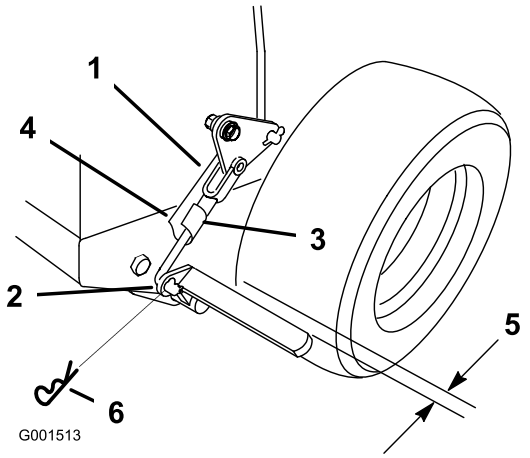

Figuur 42
3. Verwijder de R-pen van de veer uit de onderste remkoppeling (Figuur 42).
linksom om de parkeerrem lossen te draaien (Figuur 42).
Opmerking: Met de parkeerrem in vrijstand bedraagt de afstand tussen de band en de platte stang ongeveer 6 mm (Figuur 42).
5. Zet de onderste koppeling vast aan het onderste deel van de remhendel met de R-pen en de gaffelpen (Figuur 42).